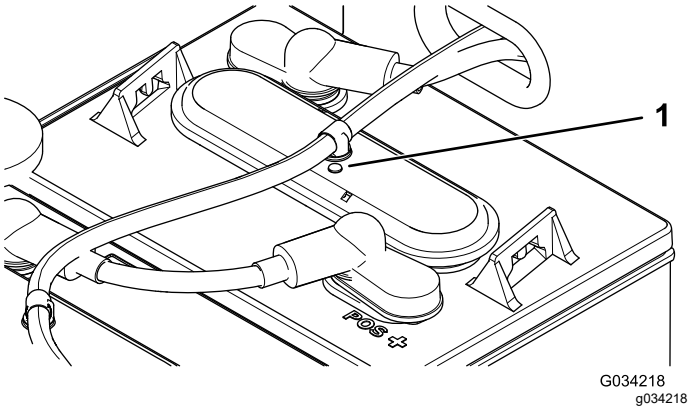

**Figur 39**
3. Kontroller øjerne på hver af batterierne for at se, om de er enten sorte eller hvide (Figur 39).